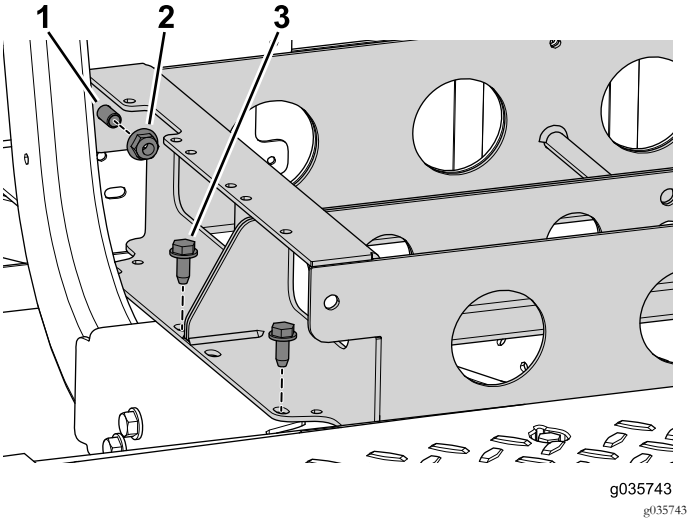

Figur 59
6. Fjern de fire bolte, der fastholder batteribakken på maskinen (Figur 59).
7. Fjern de to flangemøtrikker, men ikke de to bolte, der forbinder den forreste og bageste batteribakke (Figur 59).